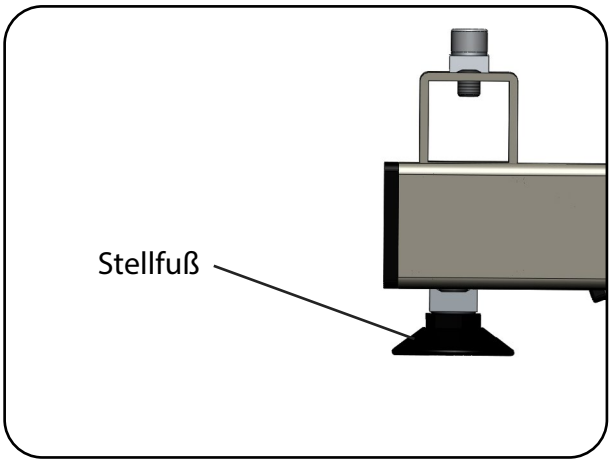

Abb. 6.8.03 - aks-B4 compact Standard
5. Drehen Sie die vier Stellfüße aus dem Unterrahmen (Abb. 6.8.03).